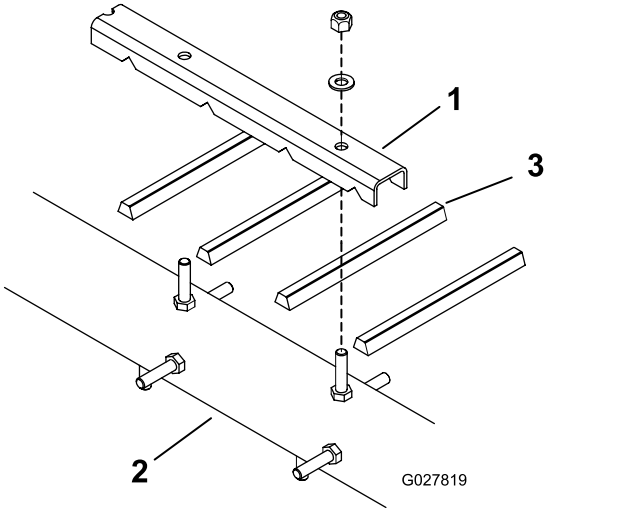
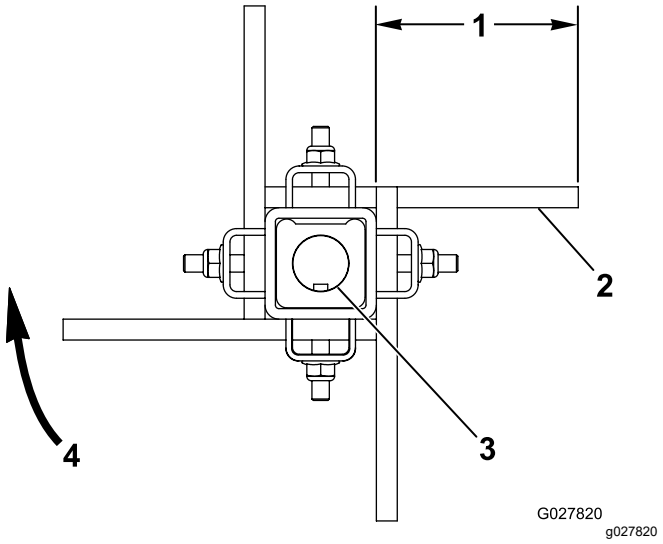

Bild 11
Bild 12
1. Lösen Sie die Muttern und Unterlegscheiben, mit denen die Fingerklemmen am Rotor befestigt sind (Bild 11 und Bild 12).
3. Bringen Sie neue Fingerriemen an (Bild 11 und Bild 12). Die Fingerriemen ragen bis zu 10 cm über die Fingerklemmen hinaus.